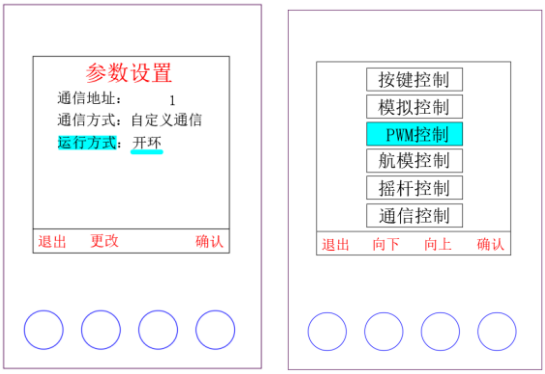

图 6.57 外部 PWM 开环控制的运行模式和控制方式选择界面
- 运行模式可通过按键操作进入参数设置界面进行切换。如图 6.57。
- 控制方式可通过按键操作进入模式选择界面进行切换。如图 6.57。